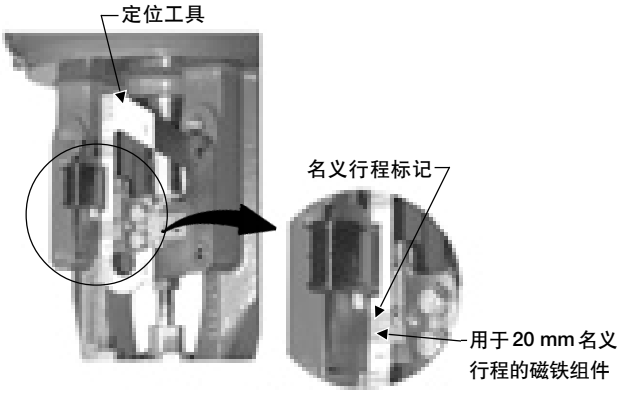

*图 2-8. 用于气开式费希尔 GX 的磁铁组件的调整*
3. 找到与阀门实际行程对应的下端行程刻度。如图 2-8 所示。